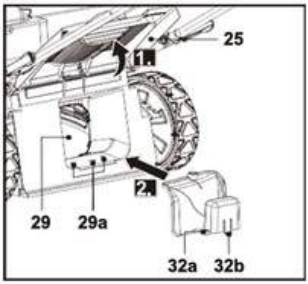

rys. 16
1. Otwórz tylną osłonę wyrzutnika (25), przytrzymaj ją w tej pozycji i włóż wkład mulczujący (32) do tylnej rynny wyrzutowej (29) (rys. 16). Upewnij się, że dwa trzpienie (32a) oraz zatrzask (32b) wskoczyły w otwory rynny wyrzutowej (29a) z wyraźnym kliknięciem.